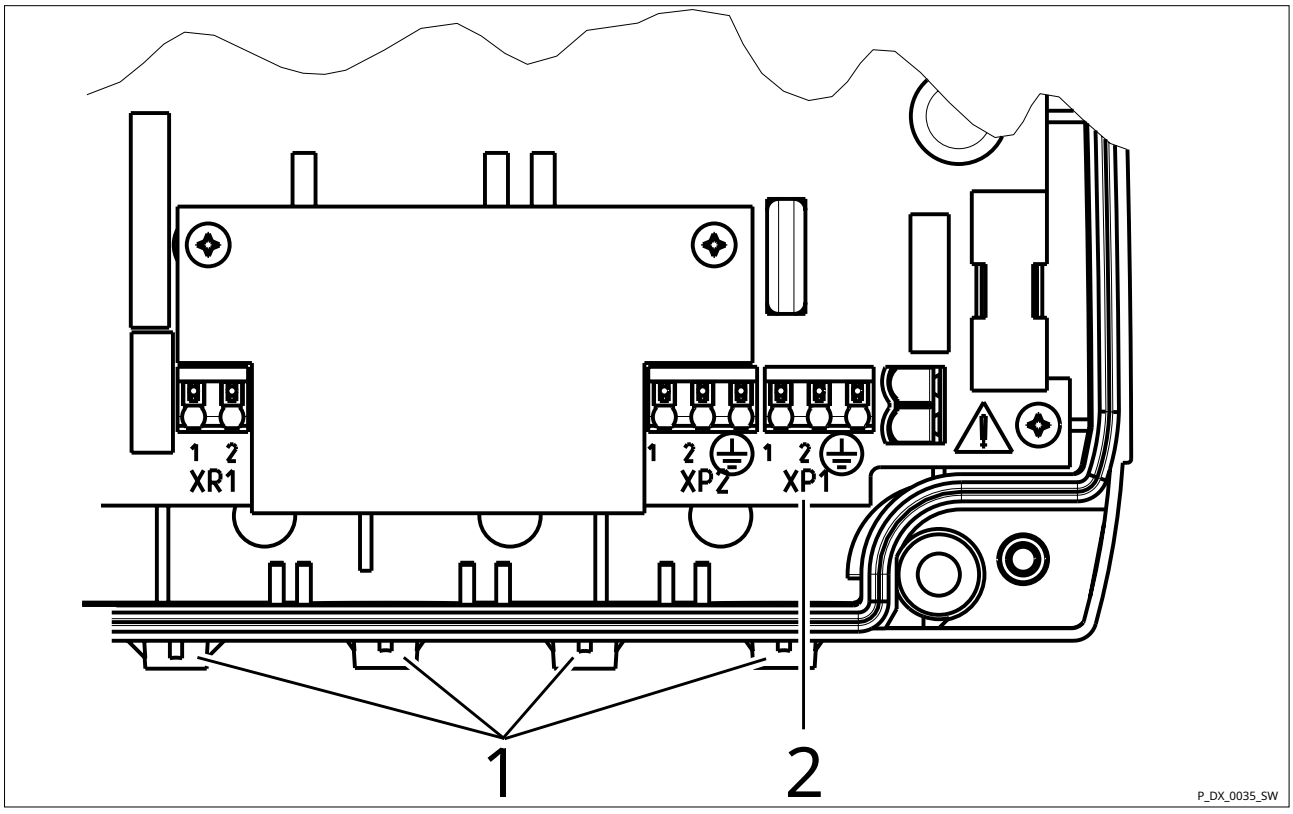

Fig. 10: Preparing the mains connection
6. Connect the mains cable to terminal block XP1 - see *Fig. 10*.